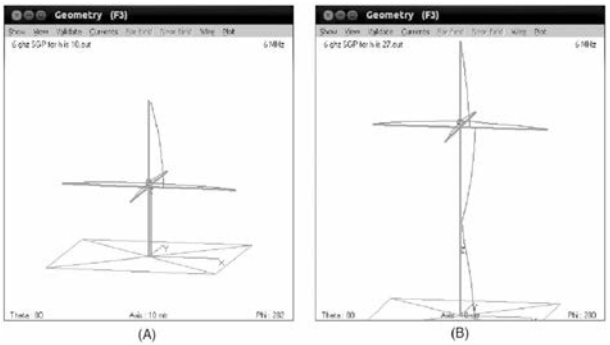
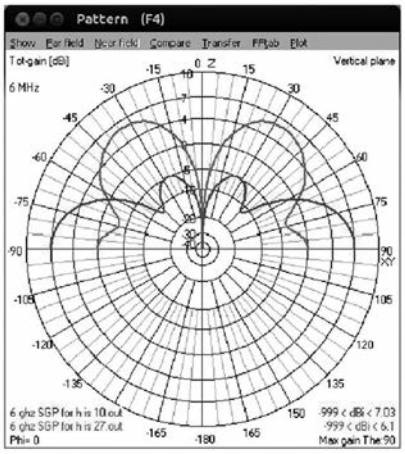
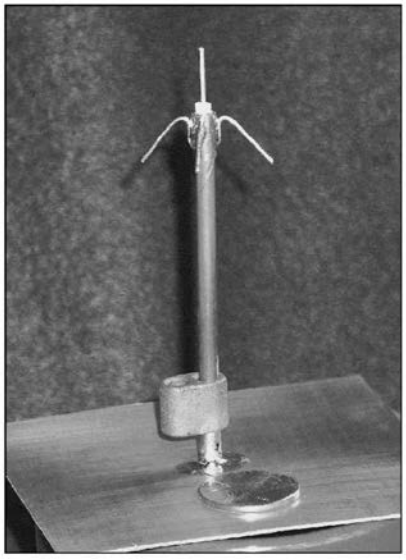

Figura 1: Antena GP con línea de transmisión no resonante (A) y línea de transmisión resonante (B).
Figura 2: Ganancia de la antena GP con (línea superior) y sin (línea inferior) corrientes de modo común en la línea de transmisión.
Figura 3: Antena GP para pruebas a 5.9 GHz. Moneda mostrada para la escala.
11. A continuación, inserte el conjunto de cable y pin en el cuerpo del conector. Atención: la aislación interna encaja perfectamente. Si durante el proceso de estañado se expandió, puede recortarla con cuidado con un cúter (Figura 2). Tenga cuidado de evitar que ningún fragmento o residuo de la malla del coaxial entre en la carcasa.
Esta es la parte final de nuestro recorrido detallado de una fuente de alimentación HV típica. Todavía estamos usando el diagrama de circuito que apareció como Figura 1 en la Revista RCA Nº 88 de julio/2017.
Los conectores HV diseñados para uso generales suelen estar hechos para un cable tipo RG 58, que es más que adecuado para las corrientes y voltajes involucrados. Obviamente, es vital conectar el blindaje del cable de alta tensión a la toma de tierra de la fuente de alimentación, así que no confíe en las conexiones fortuitas a través del panel frontal y otras estructuras metálicas. Instale una tierra totalmente independiente, uniendo el cable directamente desde la brida del conector HV al punto donde la conexión a tierra entra a la unidad (marcada 'E' en la Figura 1 de la Parte 1).
Como muestra la Figura 1, el extremo negativo del banco de condensadores no está conectado directamente al chasis, sino a una guía de retorno HV- separada. Esta instalación permite la medición segura de la corriente de ánodo sin necesidad de conectar un medidor en la línea HV+[3]. Una conexión HV- independiente también permite la medición correcta del ánodo y las corrientes de grilla en un amplificador grilla/masa.
La Figura 3 muestra dos fallas en el circuito de retorno HV que deben evitarse. En la Figura 3a, D1 – D3 y R3 han desaparecido de alguna manera, por lo que el suministro de HV no tiene retorno negativo dentro de la fuente de alimentación. Luego, puede flotar hasta un alto voltaje indeterminado, creando peligro en una parte del cableado que normalmente se asumiría como "inofensivo en su mayor parte". La figura 3b es aún peor, porque el amplificador no tiene conexiones de chasis tierra con la fuente de alimentación HV, probablemente, porque simplemente se olvidó de enchufarlas. En esa situación, los condensadores de derivación de alta tensión y/o las resistencias de descarga dentro del amplificador cargarán el metal del chasis hasta el potencial HV+. Entonces, el circuito HV intentará completarse a través del objeto conectado a tierra más cercano... muy probablemente usted.
Para evitar estos riesgos, el chasis y las interconexiones HV- exigen el mismo nivel de integridad que las HV+. Se necesitará un conector de múltiples vías, y para este rol es adecuada la serie XLR de 5 pines (Foto 2). Son conectores de enganche de alta calidad con especificaciones de corriente muy adecuadas y están disponibles en varias marcas[1]. La razón para usar un conector de 5 pines es que los amplificadores triodo requieren dos conexiones de retorno separadas capaces de transportar alta corriente, una para HV- y otra para chasis/tierra. Cada conexión está duplicada, utilizando un cable multiconductor importante y dos pines en el conector. Como se muestra en la Figura 1, el quinto pin está conectado al relé RL1 en el transformador de alto voltaje primario. Al usar un núcleo adicional en el mismo cable multiconductor, el conector de 5 pines crea un enclavamiento de seguridad para asegurar que el alto voltaje no pueda encenderse a menos que las conexiones HV- y chasis/tierra también estén en su lugar.
Juntas, todas esas precauciones le darán una buena defensa en profundidad contra cualquiera de las fallas mostradas en la Figura 3. Aun así, es posible que desee agregar un bus de conexión a tierra entre la PSU y el amplificador. En situaciones de trabajo comparables, muchas autoridades exigen esto como norma.
Figura 3: (a) La conexión HV- interrumpida crea peligro de descarga dentro de la fuente de alimentación HV. (b) La ruptura del retorno chasis/tierra crea un peligro de descarga eléctrica en la estructura metálica del amplificador.
[1] La Figura 1 estaba en la edición de julio, la Figura 2 en la de octubre y la Figura 3 aparece en este número.
¿Importa? Sí, y mucho. Además de los cambios drásticos en la ROE, el patrón se ve afectado. La Figura 1 muestra una antena GP con (A) una línea de transmisión no resonante y (B) con una línea de transmisión resonante. La Figura 2 muestra la ganancia de la antena GP con (línea superior) y sin (línea inferior) corrientes de modo común en la línea de transmisión. Los patrones se generaron con 4nec2[5].
Mientras estaba configurada en 5,9 GHz., hice coincidir la GP más cerca de 50 Ω doblando los radiales hacia abajo a unos 45 grados, como se muestra en la Figura 3. Repetí el fenómeno de la prueba de contacto anterior y la ROE pasó de aproximadamente 1.05 a 1.7:1. Llegué a la conclusión de que, en lo que respecta a las resonancias en modo común no deseadas, la GP estándar y la de radiales inclinados eran esencialmente iguales. La figura muestra un núcleo doble de ferrite sobre el cable coaxial, utilizado para verificar su efecto. Esto ayudó mucho, como se tratará más adelante.
Esto también parece confirmarse en la práctica. Incluso poner algunas cuentas en la parte inferior del cable coaxial, por ejemplo, en el punto donde el cable coaxial va a tierra en el caso mostrado en la Figura 2, es sorprendentemente efectivo. En términos generales, las piezas de ferrite son las mejores cuando se instalan en los nodos reales. Agregar uno tiende a mover los nodos reales a la vez que los reduce. Mi estrategia generalmente es extenderlos, poniendo uno sobre cada cuarto de onda. Por lo tanto, como uno cambia el patrón de onda estacionaria inadvertidamente al cambiar el enrutamiento coaxial, seguramente llegará a algunos de los nodos. Normalmente, la adición de tres o cuatro piezas de ferrite a intervalos de cuarto de onda reducirá las variaciones de ROE a un nivel insignificante.